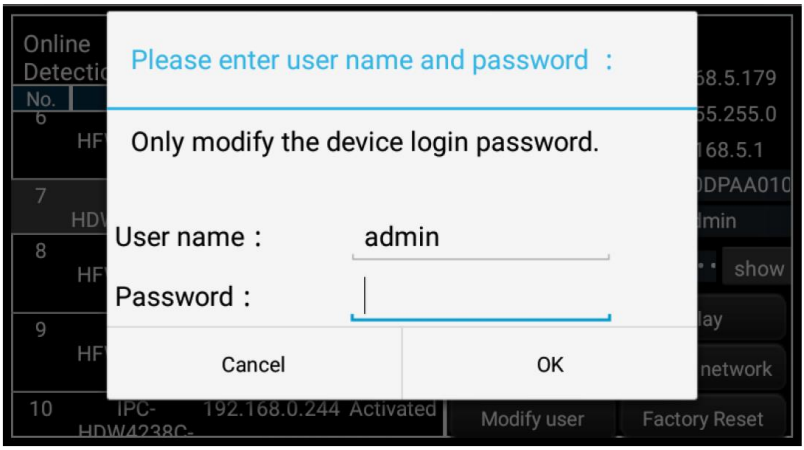

Рис. 184 Изменение имени пользователя и пароля
6. Для изменения имени пользователя и пароля используйте кнопку Modify user information (Изменить пользовательскую информацию). Вы можете задать новое имя пользователя и пароль для него, рис. 184